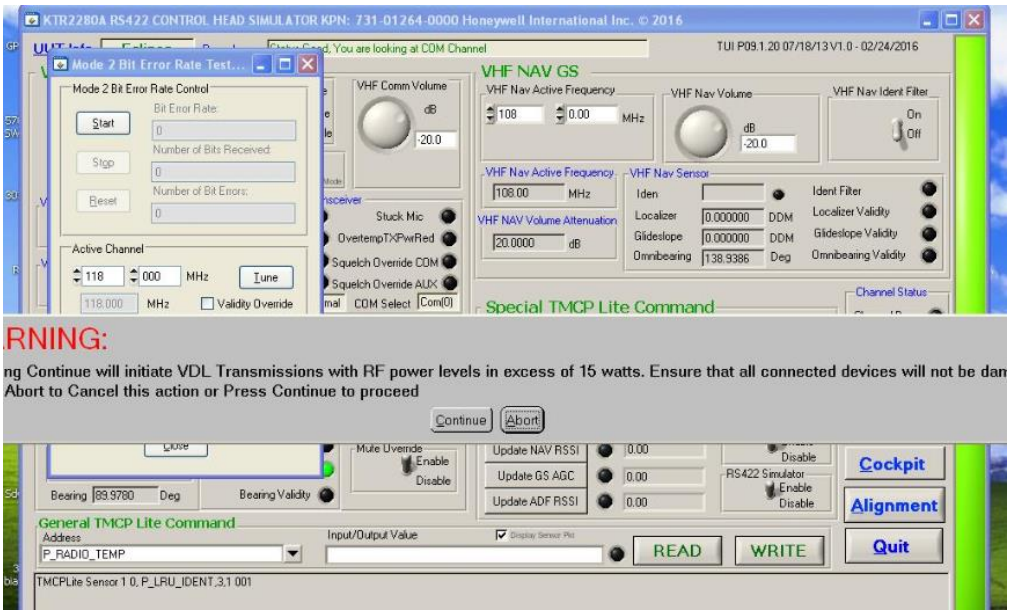

Figure 66 Warning Message
7) If Warning Message pops up click "Continue" (Figure 66)